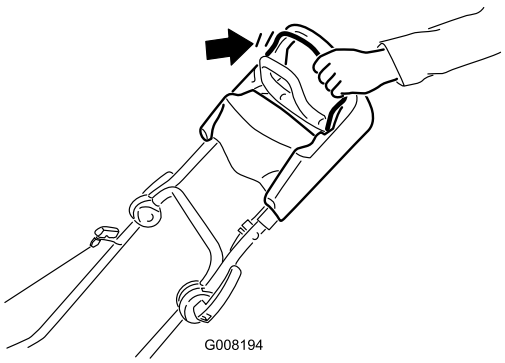

Figuur 14
1. Houd de bedieningsstang van het maaimes tegen de handgreep (Figuur 14).